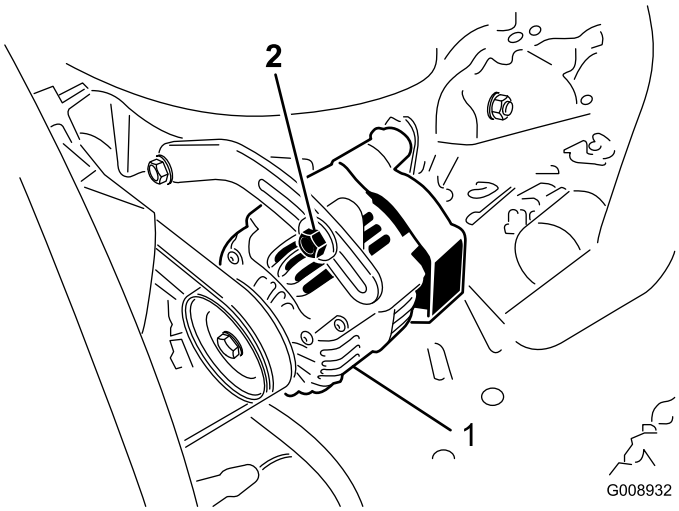

**Figur 52**
Kontroller remmens tilstand og spænding (Figur 52) efter hver 100 driftstimer.
2. Hvis afbøjningen ikke er 10 mm, skal generatorens monteringsbolte løsnes (Figur 52). Øg eller mindsk generatorremmens stramhed, og tilspænd boltene. Kontroller remmens afbøjning igen for at sikre, at stramningen er korrekt.